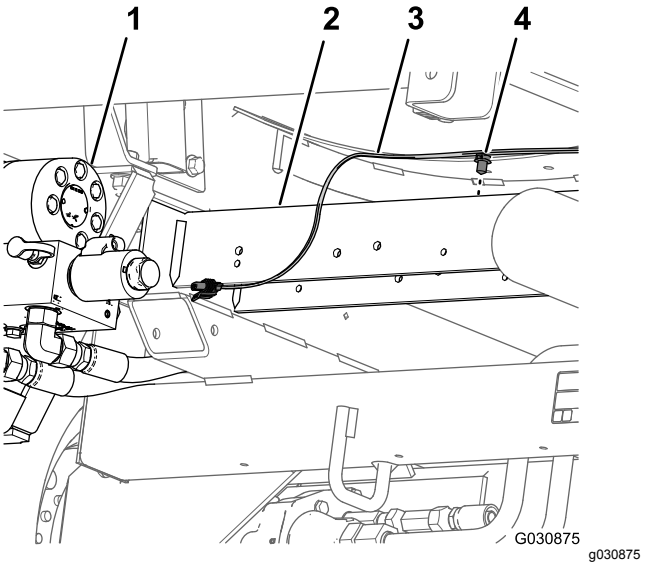

Figur 41
6. Ta bort granförankringen som fäster det bakre kablaget (Figur 41) mot hålen i det bakre kryssröret (bakom hydrauldrivmotorerna).